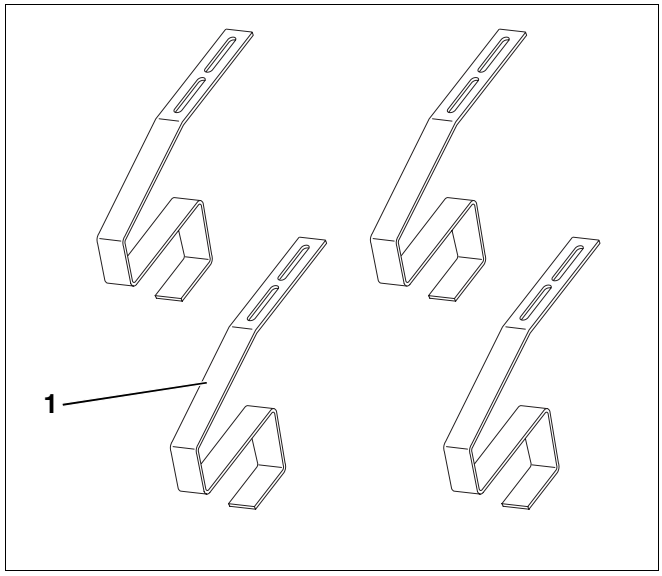

Afb. 10 Bijkomende montageset dakhaken – toebehoren
5.2.5 Bijkomende montageset dakhaken (voor dakbedekking met pannen; toebehoren; per collector) – afb. 10